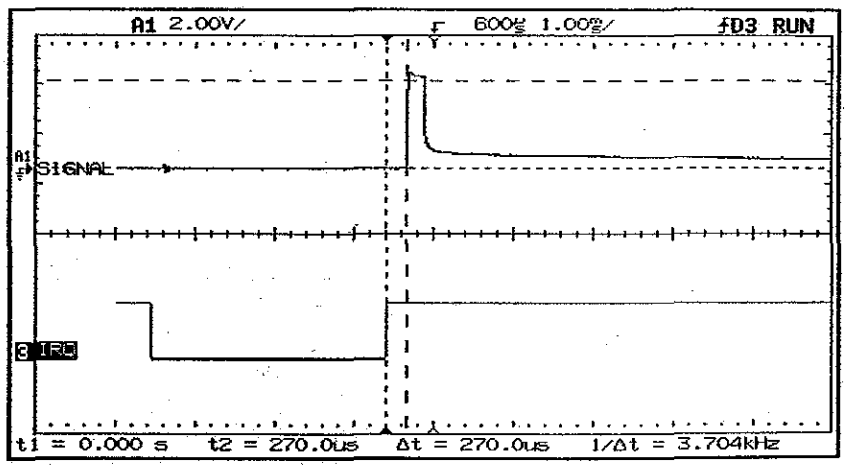

Figure 77
7. Verify that after ≈270µs from the rising edge of TP4, there is a pulse >3.5V (see Figure 77).